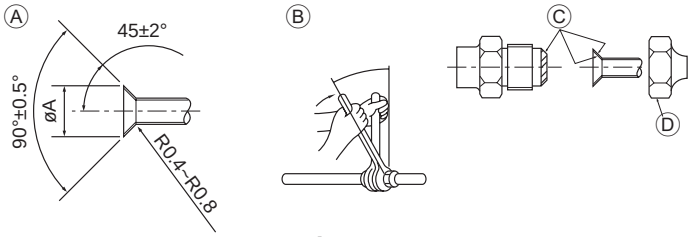

Fig. 4-1
4.1. Connexion des tuyaux (Fig. 4-1)